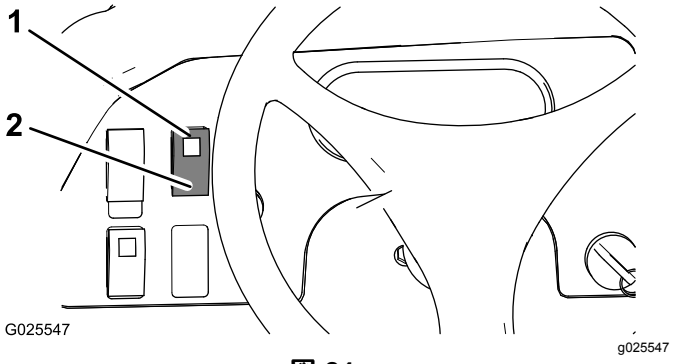

図 24
- デファレンシャルロックスイッチを上位置にするとデファレンシャルがロックされる図 24。
- デファレンシャルロックスイッチを上位置にするとデファレンシャルが解除される図 24。